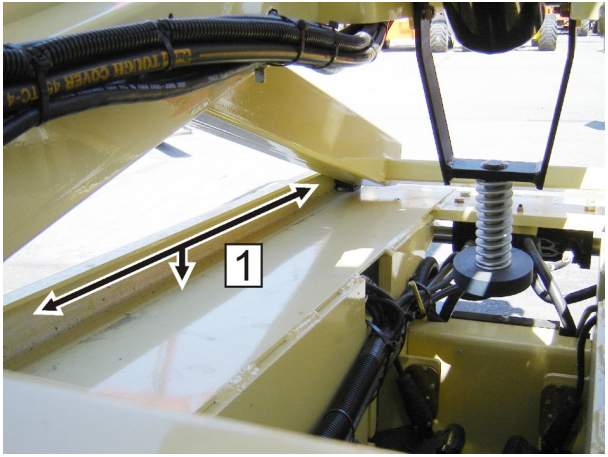

Figure 6-2. Rails de plaquettes coulissantes inférieures
2. Localiser les plaquettes coulissantes inférieures et supérieures et retirer toute la saleté et les débris de la zone du rail coulissant (1, 2). Voir Figure 6-2., Rails de plaquettes coulissantes inférieures.
3. Appliquer une couche de graisse à l'intérieur et sous le rail coulissant inférieur (1) des deux côtés de la machine.